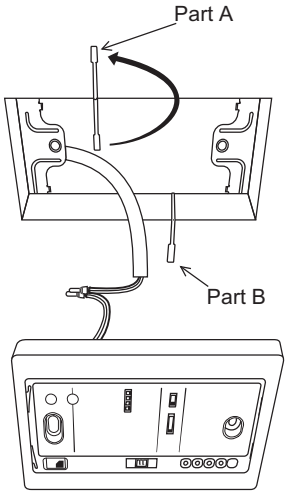
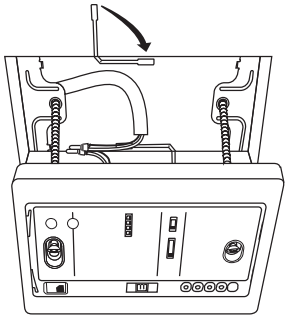

Fig. 8-30
Fig. 8-31
(4) Bend parts A and B of the metal fitting so they hold onto the ceiling firmly. (Fig. 8-30)
(5) Connect the receiver's wiring (2 cores) with the wiring from the indoor unit. (Refer to the chapter on wiring the receiver) When wiring receivers, be sure to double-check the terminal numbers of the indoor unit before connecting them so there are no mistakes in the wiring. (Damage will occur if high voltage [e.g. supply voltage] is applied)
(6) Adjust the enclosed spacers so they are several millimeters thicker than the ceiling material and hold the receiver in place temporarily with the 2 enclosed small screws. (M4 X 40)
(7) Bend parts A and B back so they fit in the opening and are in the gap between the surface of the ceiling and the receiver; then tighten the screws. Do not use too much force when tightening the screws. Doing so may warp or damage the case. Move the receiver by hand and check that it can move just a little. (Fig. 8-31)
(8) Attach the face plate.